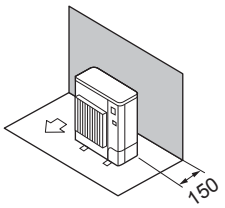

Fig. 2-2
① Окружающие предметы - только сзади (Fig. 2-2)